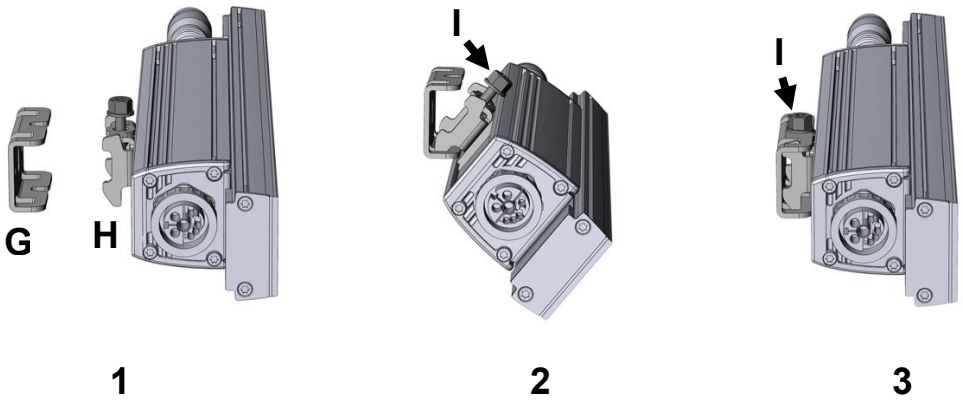

Figure 3. Installation de l'étrier à montage rapide
1. Suivez les étapes de la Figure 3 pour vous guider. Fixez chaque platine **H** fermement sur une platine glissante **A** à l'arrière de l'appareil avec les deux vis fournies.